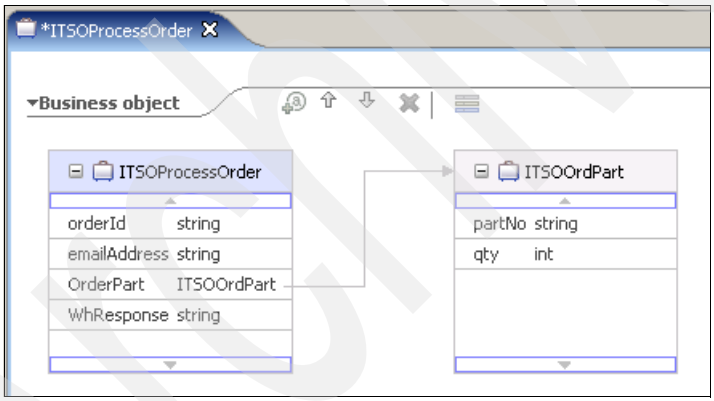

Figure 10-19 Business object ITSOProcessOrder
8. In the ITSOProcessOrder Business Object Editor, expand **ITSOOrdPart**. The ITSOProcessOrder business object should now be displayed as shown in Figure 10-19.